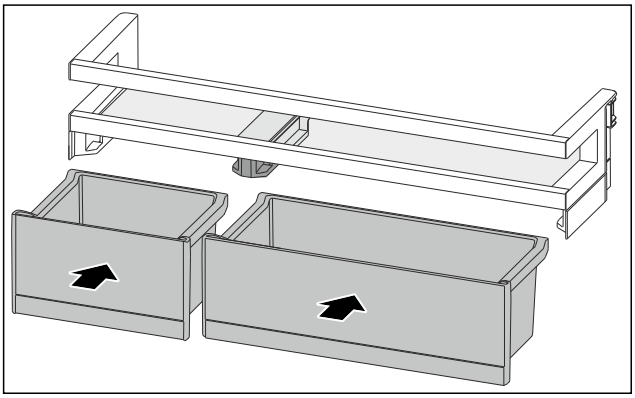

Fig. 157
- ▶ VarioBoxen in getauschter Anordnung einsetzen. (siehe Fig. 157)